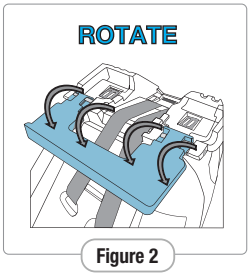

Figure 2
**Step 2:** Rotate the Recline Foot to the first position (see Figure 2).